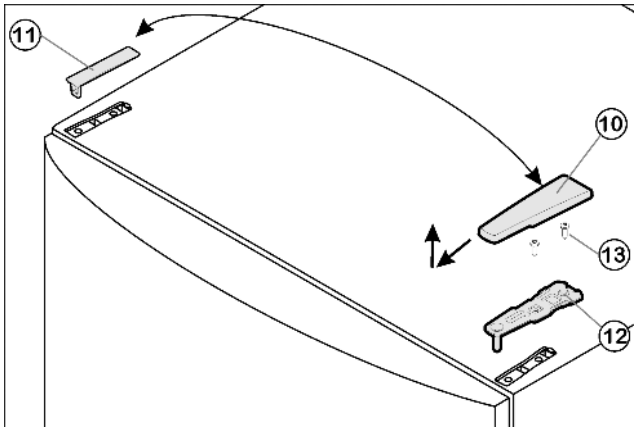

Fig. 4
▶ Wyjąć osłonę *Fig. 4 (10)* do przodu i do góry.
▶ Podnieść osłonę *Fig. 4 (11)*.
▶ Odkręcić górną płytkę zawiasu *Fig. 4 (12)* (2 razy Torx® 25) *Fig. 4 (13)* i wyjąć ją do góry.
- ▶ Włożyć w drzwi górną płytkę zawiasu *Fig. 4 (12)* po nowej stronie zawiasów.
- ▶ Przykręcić mocno górną płytkę zawiasu *Fig. 4 (12)* **(z siłą 4 Nm)** (2 razy Torx® 25) *Fig. 4 (13)*. Ewentualnie nakłuć otwory pod śruby lub użyć wkrętarki akumulatorowej.
- ▶ Zazębić osłonę *Fig. 4 (10)* i osłonę *Fig. 4 (11)* odpowiednio po przeciwległej stronie.